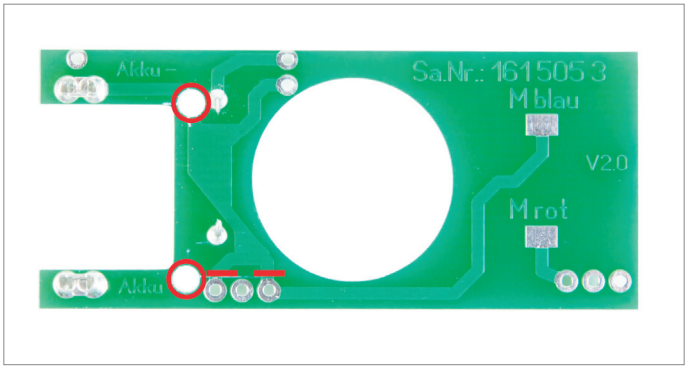

Fig. 32: Cutting strip conductors on the universal PCB, plugged batteries
- Using a modeller's knife cut, on the upper side of the universal PCB, two of the strip conductors in accordance with Fig. 32.
- On the underside of the universal PCB bore through the strip conductors, using a rod-shaped mortiser, in accordance with Fig. 32.